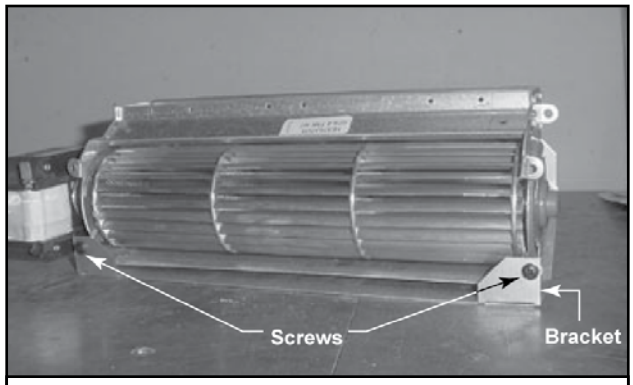

Figure 5 Fan Bracket
- If no fan shield is needed, install screws to hold the front of the fan bracket in place. See Figure 5.